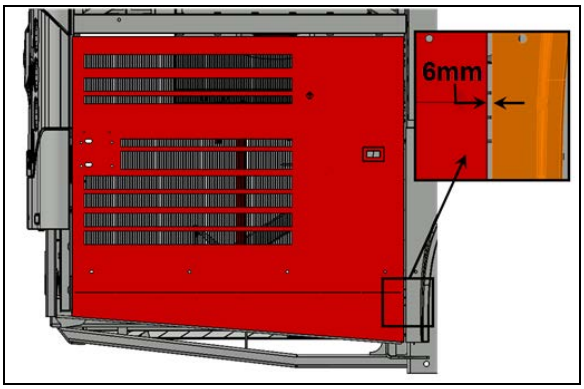

FIGURE 50
7. Check the gap between the door and the adjacent panel at the level of the lower attachment point of the arm on the door. The gap should be ¼" (6 mm) (FIGURE 50).